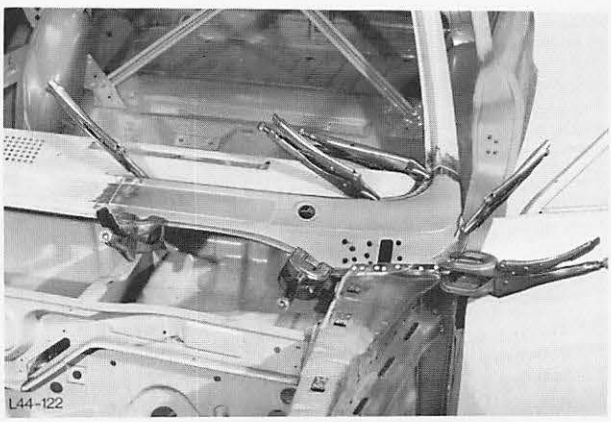

Abb. 122 Neuteil anpassen und mit Spannzangen befestigen
11. Neuteil einpassen und mit Spannzangen befestigen, Abb. 122.